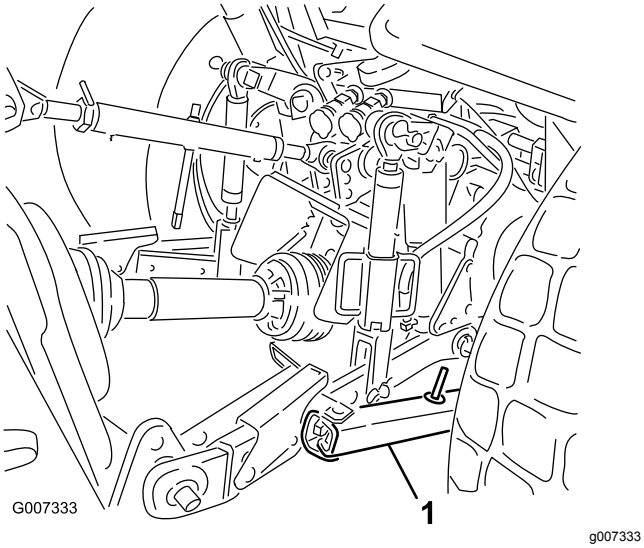

Figuur 28
1. Pas de zwaaikoppelingen op de onderste hefarmen aan om de zwaairuimte opzij te minimaliseren tot maximaal 25 mm aan beide zijden (Figuur 28).